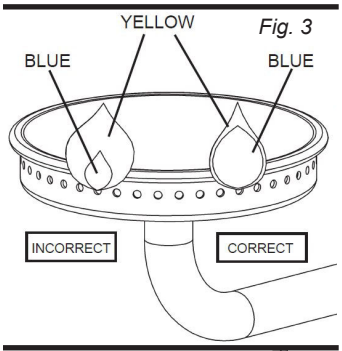

Fig. 3
- Visually check burner flame (Fig. 3). A CORRECT FLAME should be blue with a small amount of yellow at the tip. An INCORRECT FLAME is excessively yellow and irregular. If an incorrect flame occurs, turn control knob to OFF position, turn OFF gas cylinder valve, allow unit to cool and then clean burner. Let burner completely dry before re-lighting.